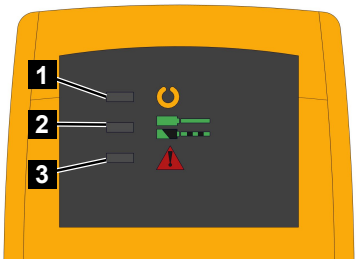

Fig. 182
- Yellow LED (Fig.182/1) lights up
- Green LED (Fig.182/2) flashes
- Green LED (Fig.182/2) lights up
- Red LED (Fig.182/3) lights up